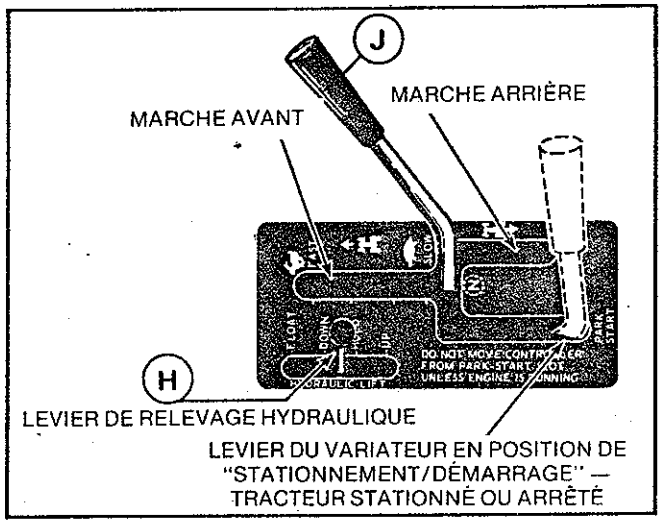

FIGURE 2
Ⓗ Levier de relevage hydraulique — Figure 2
Ⓙ Levier du variateur hydrostatique — Figure 2
Ce levier commande à la fois la vitesse et le sens de la marche du tracteur. Poussez ce levier vers l'avant, à partir de sa position "POINT MORT"(N) pour augmenter la vitesse de déplacement avant. Tirez le levier vers l'arrière pour faire reculer le tracteur et réglez la vitesse de recul. Reportez-vous à la figure 2.
1. Placez le levier du variateur en position de "STATIONNEMENT/DÉMARRAGE", comme indiqué en figure 2.
Lorsque le levier du variateur est en position de "STATIONNEMENT/DÉMARRAGE" comme illustré en figure 2, un axe est engagé dans les dents du pignon réducteur, à l'intérieur du pont arrière. Ceci verrouille mécaniquement les roues arrière et les empêches de tourner. Lorsque le levier est placé au "POINT MORT" (N) figure 2, l'axe est désengagé; mais, la transmission hydrostatique ne laissera pas tourner les roues s'il n'y a pas assez d'huile dans la transmission et si les soupapes de roue libre ne sont pas enfoncées, et si la tringlerie n'est pas réglée correctement.
Pour faire avancer le tracteur et pour accélérer la vitesse de déplacement vers l'avant, poussez graduellement le levier vers l'avant à partir du "POINT MORT" (N) comme illustré en figure 2. Pour arrêter ou ralentir, tirez graduellement le levier du variateur hydrostatique vers la position de "POINT MORT" (N) ou appuyez sur la pédale de neutralisation.
Pour faire reculer le tracteur et accélérer la vitesse de recul, tirez graduellement le levier du variateur vers l'arrière à partir du "POINT MORT" (N) jusqu'à l'encoche de "MARCHE ARRIÈRE" Ⓡ, comme indiqué en figure 2. Pour arrêter ou ralentir, poussez graduellement le levier vers le "POINT MORT" (N), ou appuyez doucment sur la pédale de neutralisation.